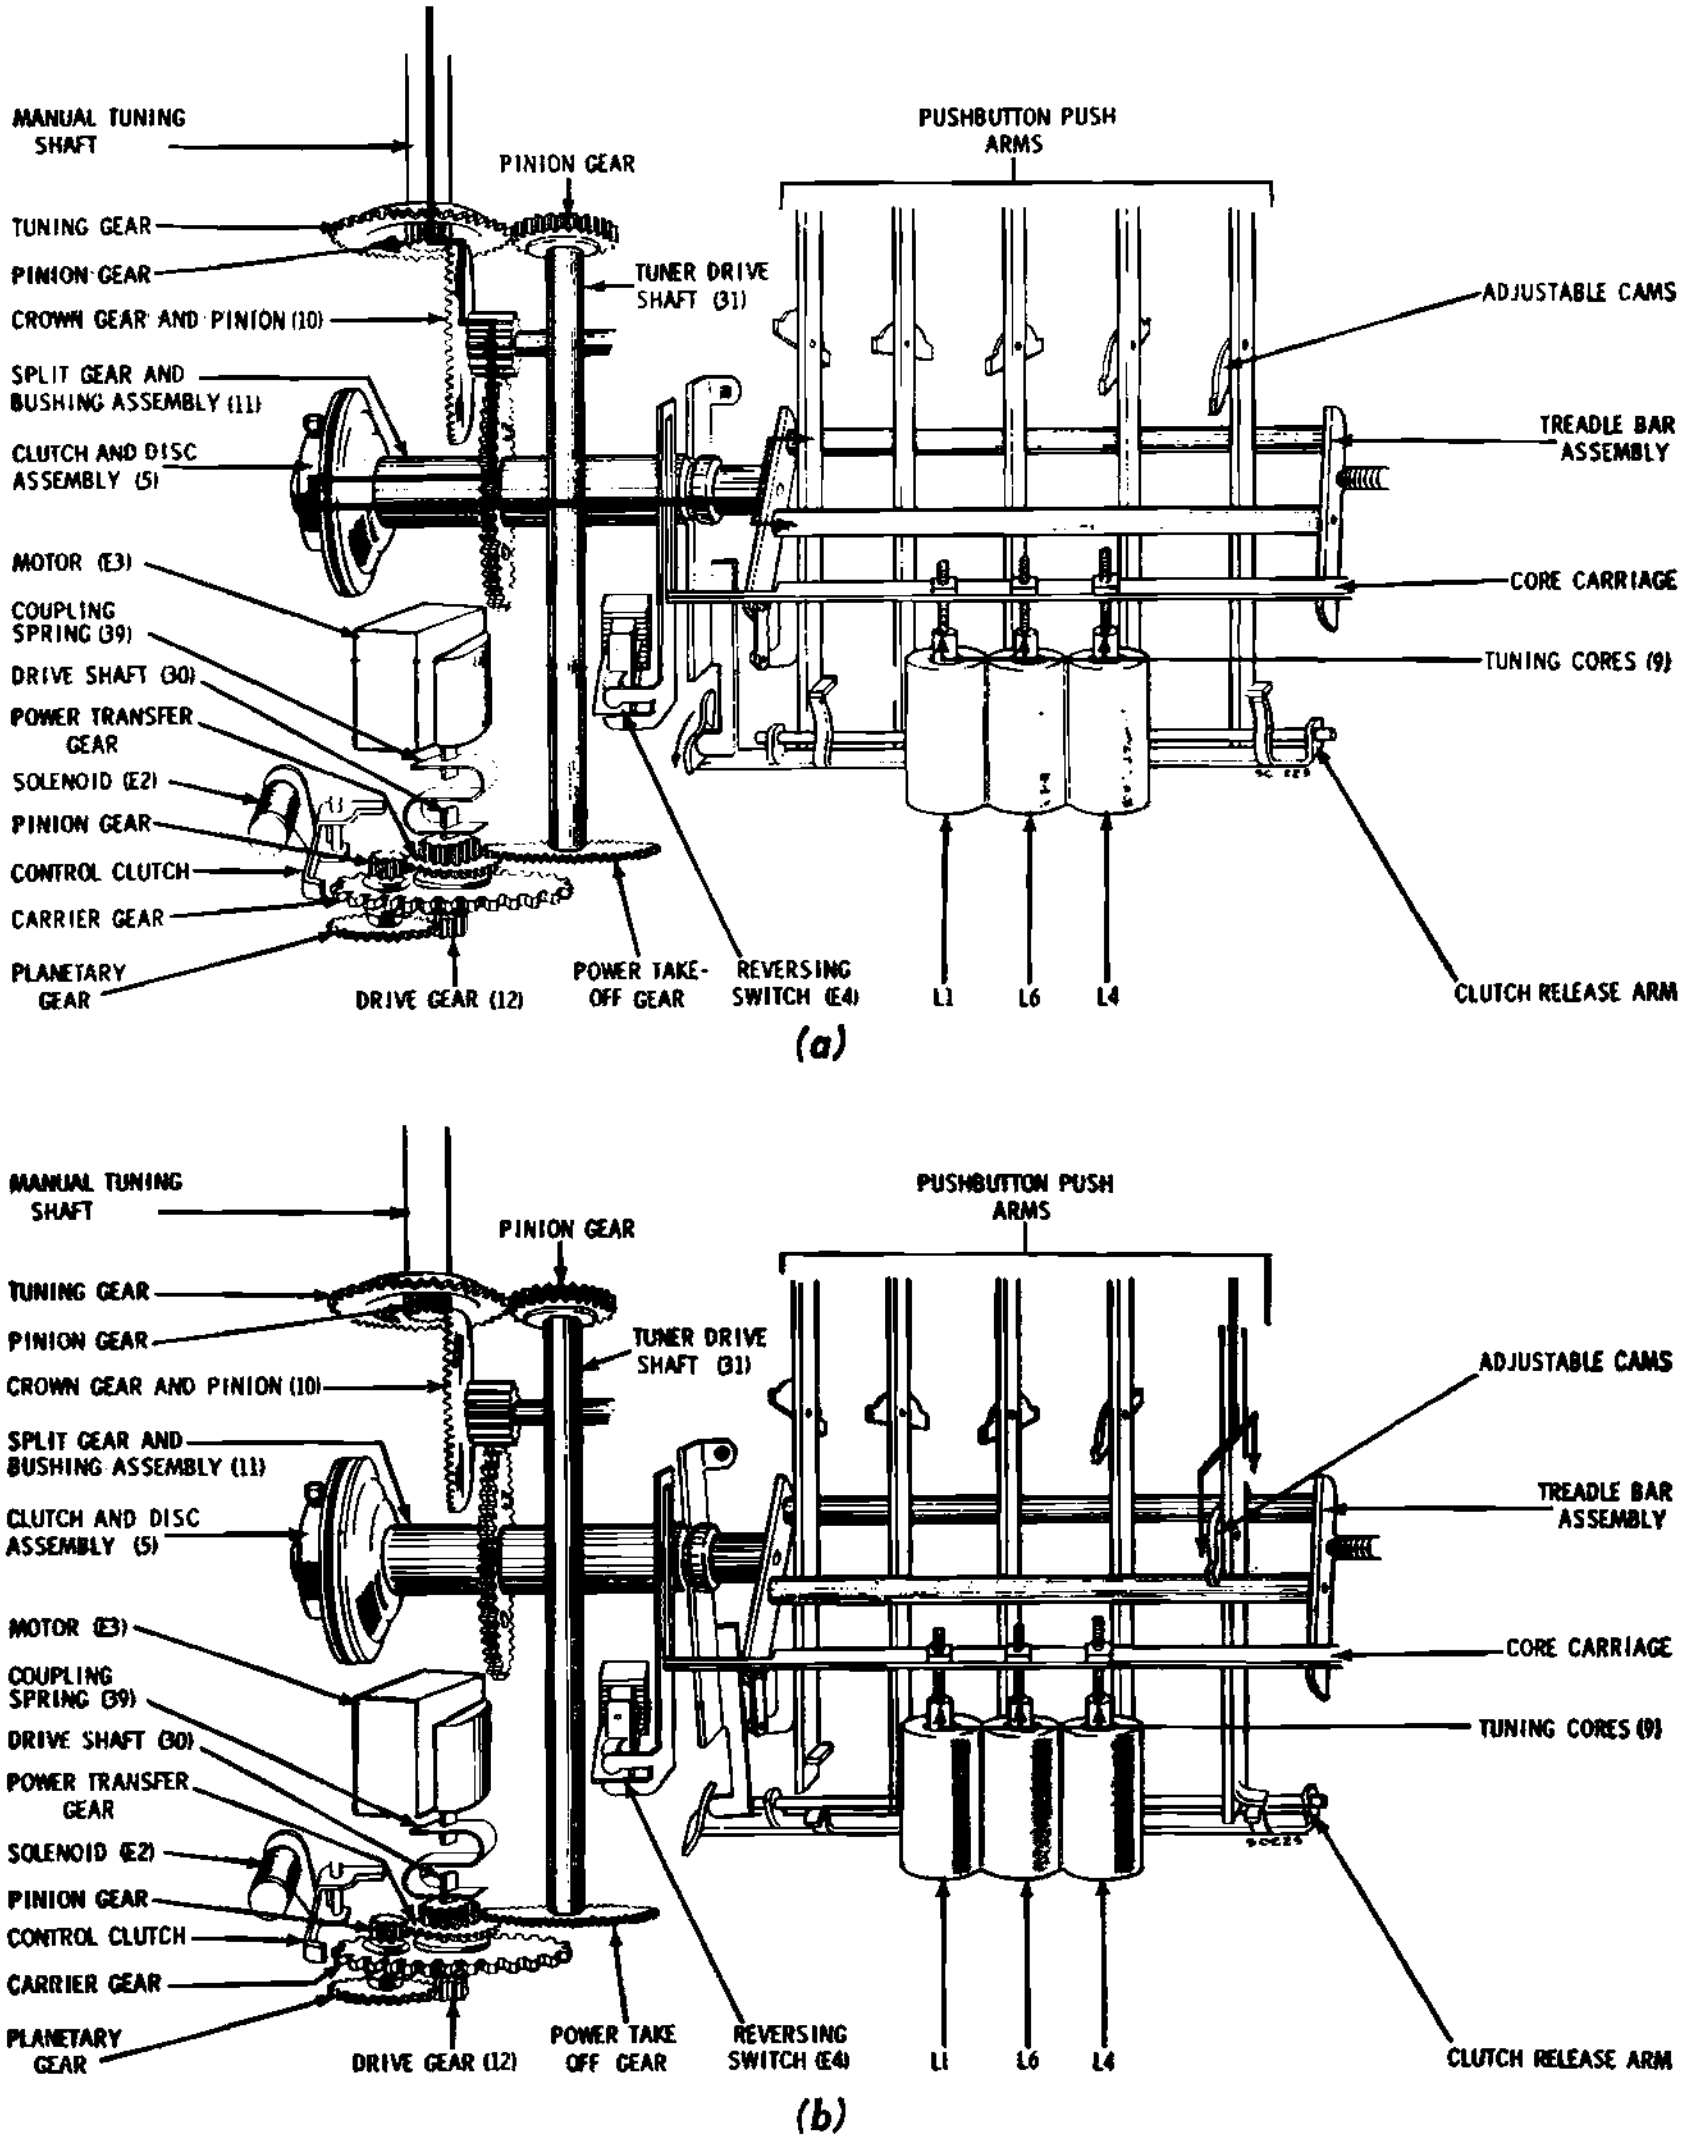

Fig. 6-35: The Model 78MF car radio... tuner details. The set-up used for MANUAL TUNING is shown at (a), for PUSH-BUTTON TUNING at (b).
Manual tuning operation is illustrated in Fig. 6-35(a). Referring to this illustration, when the manual tuning shaft is rotated, the tuning and pinion gears rotate the crown gear and pinion assembly (10), thus turning the split gear and bushing assembly (11). Since the split gear and bushing are frictionally coupled to the clutch and disc assembly (5) fixed to the treadle bar mechanism, the treadle bar's core carriage moves the three tuning cores (9) in and out of
Push-button operation is shown in Fig. 6-35(b). Five push-buttons are provided. Each of these may be set by first tuning in the desired station using the manual tuning knob. This sets the angle of the treadle bar assembly (as described above); next, the push-button to be set is pulled out, unlocking the adjustable cam on the push arm. When the push-button is depressed, the cam is locked to the angle of the treadle bar mechanism and remains in this position until changed. Thereafter, whenever the push-button is depressed, it returns the treadle bar to the cam's preset angle, moving the core carriage either up or down (depending on the treadle bar's position when the button is depressed), and moving the tuning cores to the appropriate position for the station desired.